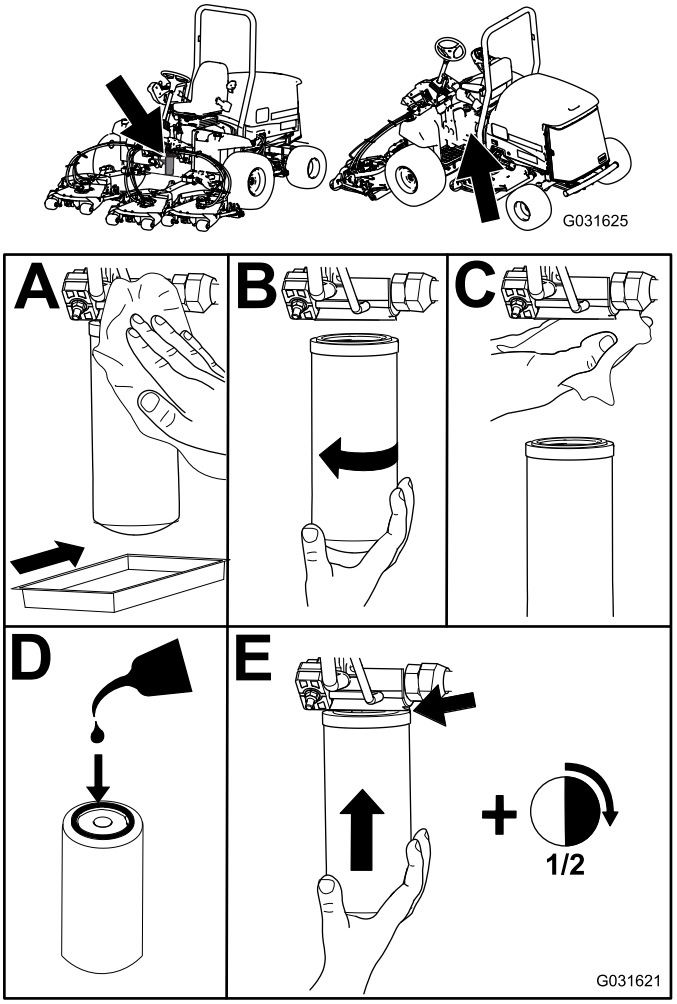

Figur 60
2. Skift begge de hydrauliske filtrene (Figur 60).